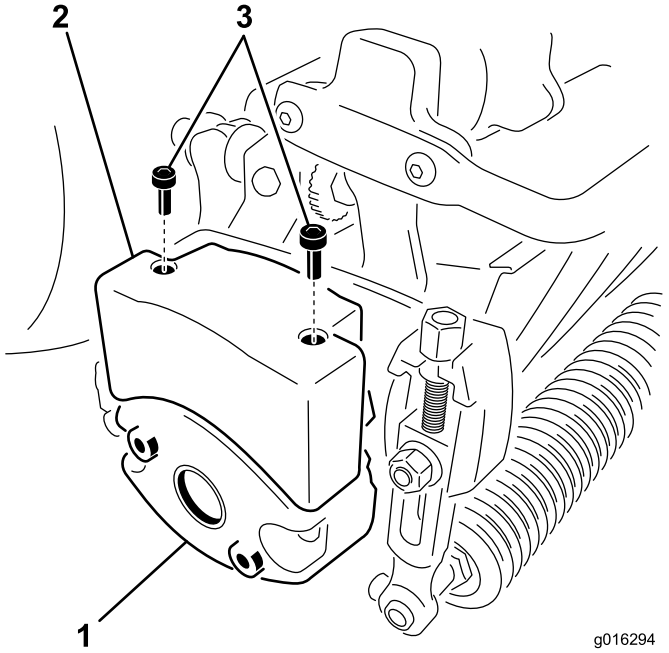

Figur 11
4. Ta bort de två bultar som fäster vikten på sidan av klippenheten (Figur 11).
6. Montera en övre vikt på klippenhetens vikt med två insexskruvar (Figur 11).